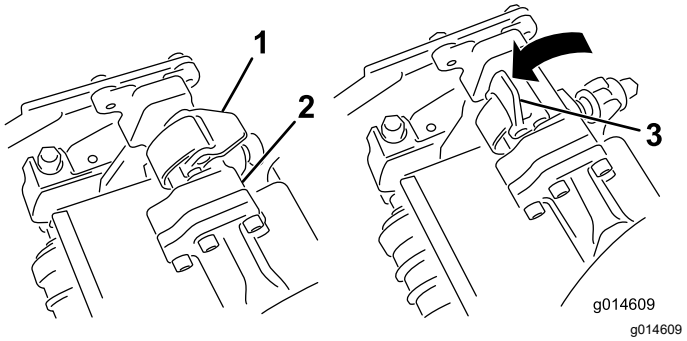
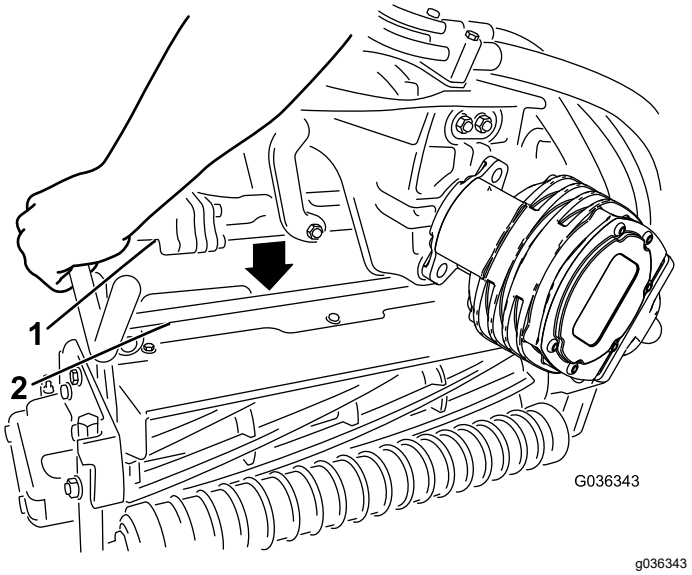

Figuur 53
Figuur 54
4. Zorg ervoor dat de vergrendelingen op de ophangarm omhoog wijzen (dus open staan) (Figuur 53), druk de ophangarm omlaag zodat de stang ervan over de stang aan de bovenkant van het maaidek valt (Figuur 54).
5. Sluit de vergrendelingen rond de stang van de maai-eenheid en vergrendel ze (Figuur 53).
5. Open de vergrendelingen op de stang van de ophangarm van de maai-eenheid dat u wilt verwijderen (Figuur 53).